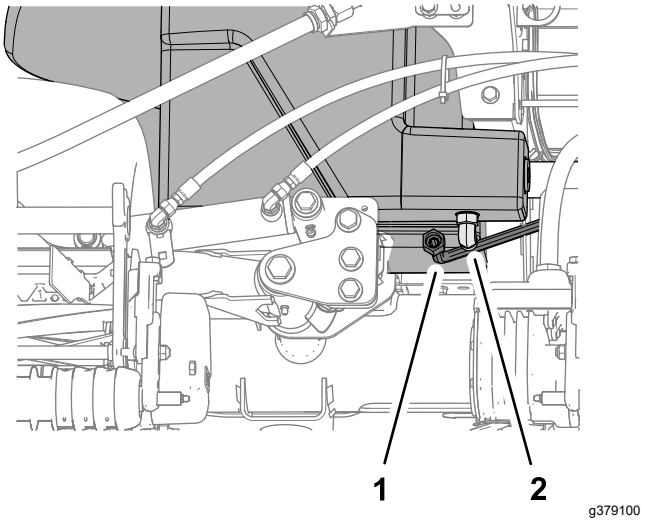

Figur 118
2. Ställ ett stort avtappningskärl under 90-graderskopplingen (Figur 118) på hydraultanken. Se Hydraulvätskevolym (sida 69).